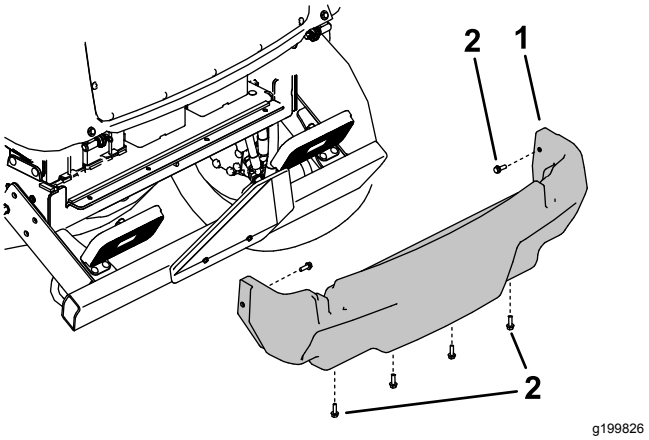

Bild 109
5. Entfernen Sie die sechs Bundkopfschrauben, mit denen die hintere Abdeckung am Rahmen befestigt ist, und nehmen Sie die hintere Abdeckung ab (Bild 109).
4. Montieren Sie die hintere Abdeckung (Bild 109).